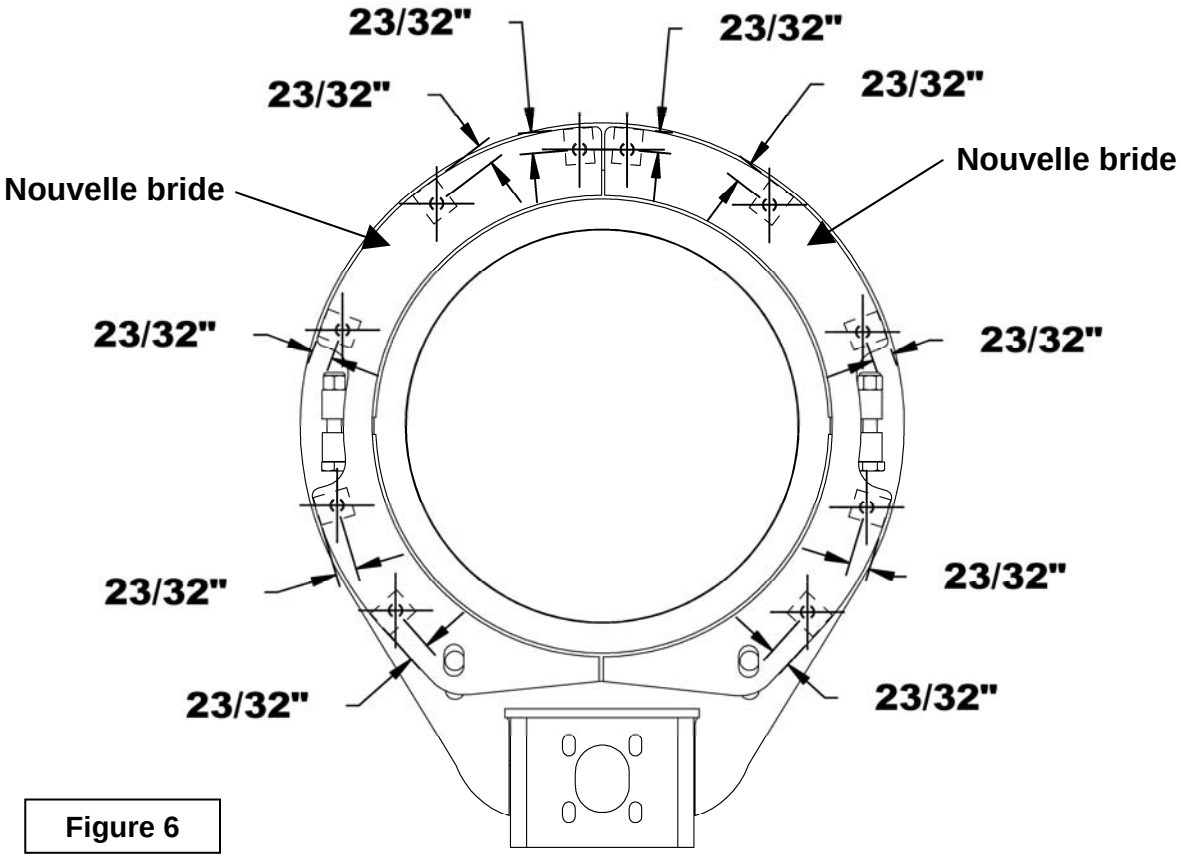

Figure 6
4. **Figure 6:** Enlever les brides et marquer des points en les centrant entre les deux lignes de chacun des blocs et à 23/32" de la ligne extérieure.